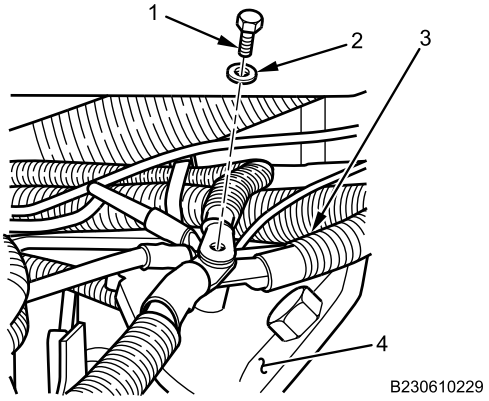

Figure 4. Ground Cable.
3. Install ground cable (Figure 4, Item 3) on right side wheel deflector (Figure 4, Item 4) with bolt (Figure 4, Item 1) and washer (Figure 4, Item 2). Tighten securely.